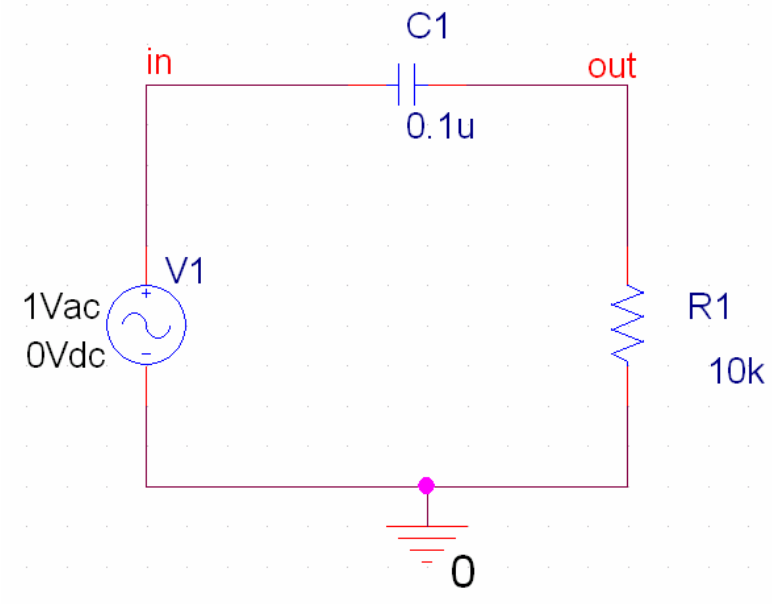

Figure 8: Net aliases added to RC circuit
17. Repeat Step 16 to add a net alias called **out** at the point between **C1** and **R1**. Your circuit should look like Figure 8.